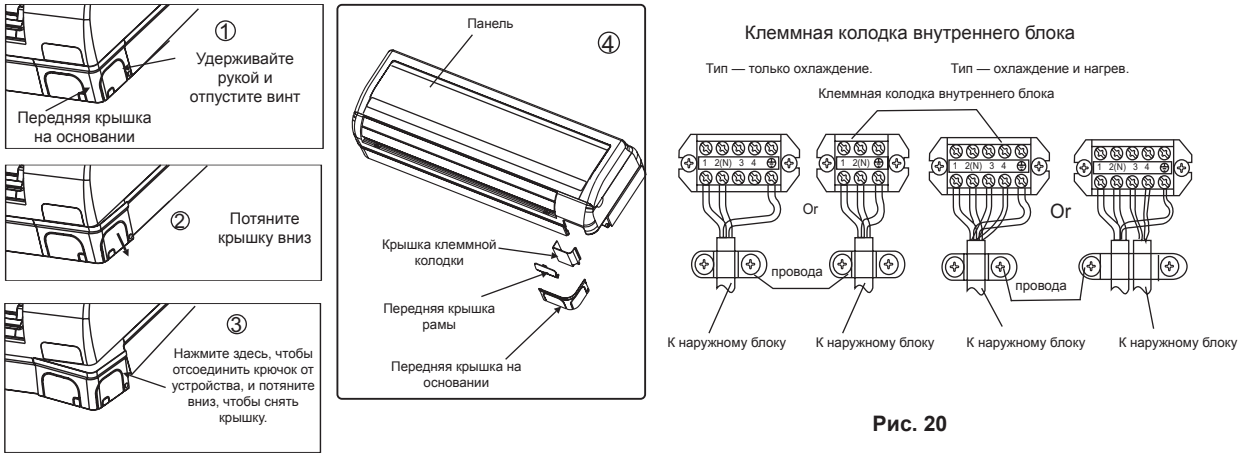

Рис. 20
2. Снимите переднюю крышку на основании и переднюю крышку на раме, как показано на Рис. 20. Затем снимите крышку клеммной колодки, отпуская винт.